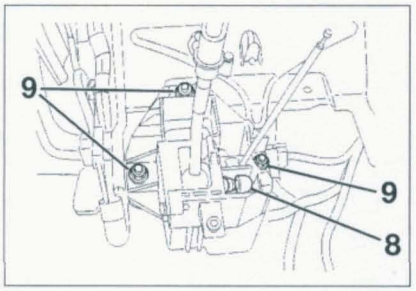

Figure 3-3
- À l'aide d'une clé plate, désaccoupler les câbles de commande de vitesses (8) **(figure 3-3)**.
- Déposer les écrous (9) et le levier de commande.